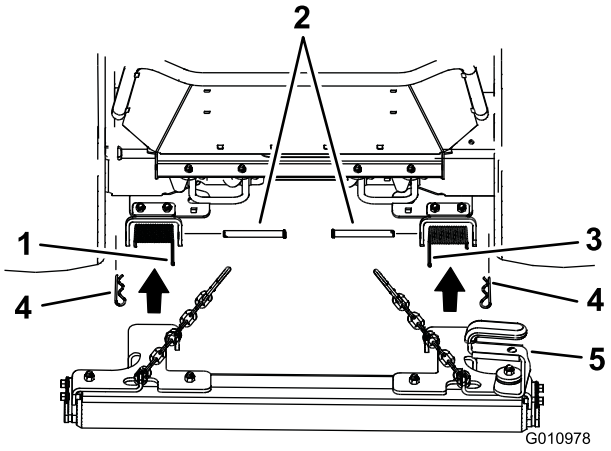
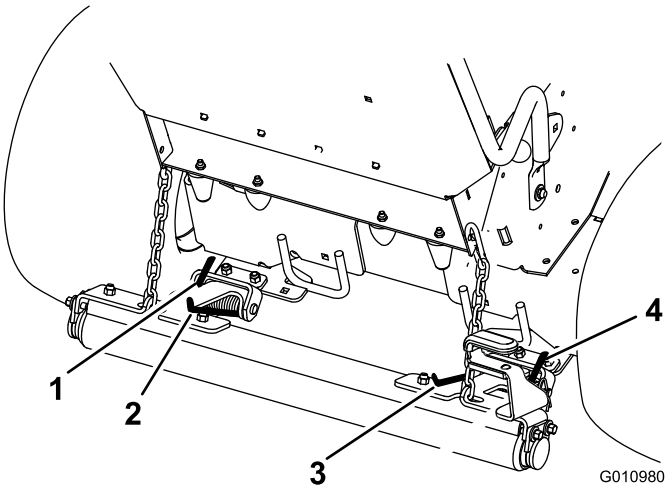

Figure 4
Figure 6
1. Position the springs into the striper mounting brackets (Figure 4). Ensure the short outside finger on the spring is in the slot in the roller mount (Figure 6).
4. Pull the inside spring finger up over the roller mount (Figure 6).